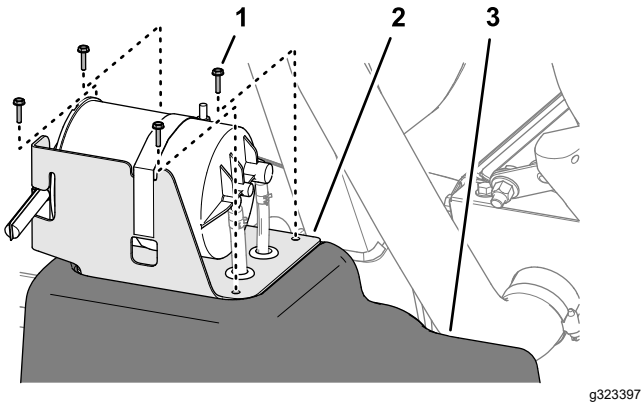

Figura 92
5. Alinhe os buracos do suporte do recipiente de carbono com os buracos do depósito de combustível (Figura 92).
6. Monte o suporte no depósito (Figura 92) com os 4 parafusos (n. 10 x ¾ pol.).